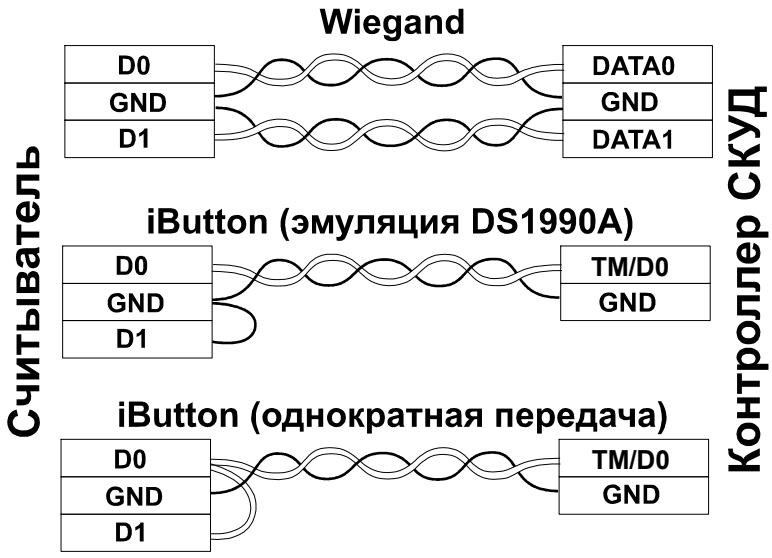

Рис. 2 Подключение считывателя к контроллеру.
2) Соединить провода считывателя в соответствии с Таблицей 1 и Рис. 2.
6) Подключить контроллер (см. Рис.2).
Интерфейса подключения считывателя к контроллеру можно настроить вне зависимости от режима (защищённый/незащищённый). Исходно активен протокол передачи данных Wiegand-26. Выбор протокола iButton (Dallas Toch Memory) осуществляется замыканием проводов DATA1 (белый) на GND (чёрный) (см. Рис.2). Передача iButton (Dallas Toch Memory) осуществляется по DATA0 (зеленый).